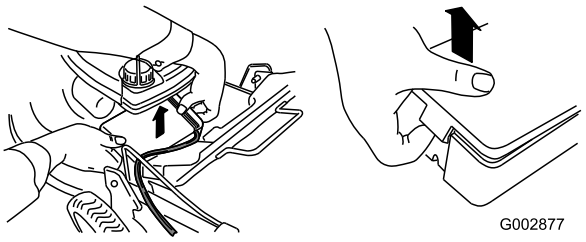

**Figuur 38**
1. Maak beide uiteinden van het accudeksel los en verwijder dit (Figuur 38).